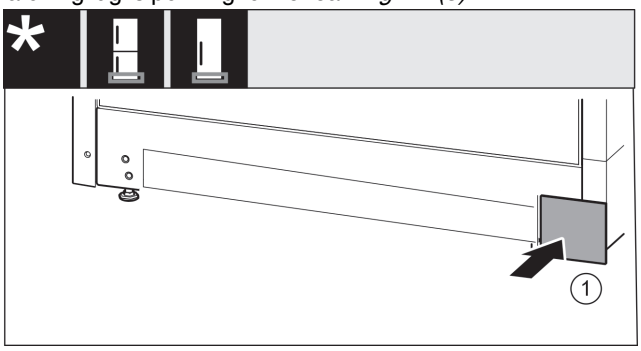

Fig. 15
▶ Put the cover back on the other side. *Fig. 15 (1)*